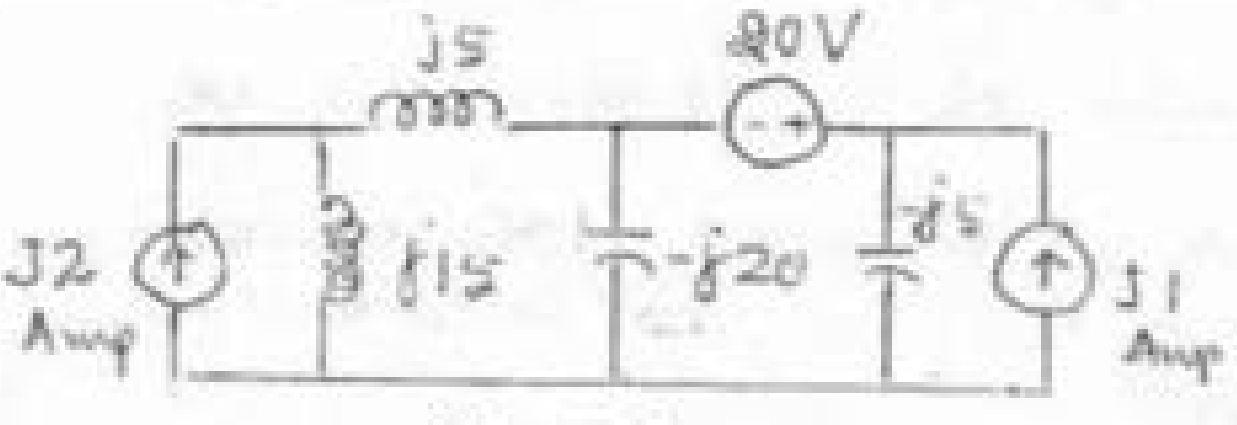

FIG 2(a)
b) State reciprocity theorem. Find i_x and hence verify reciprocity theorem for the network in figure 2(b) 10 Marks